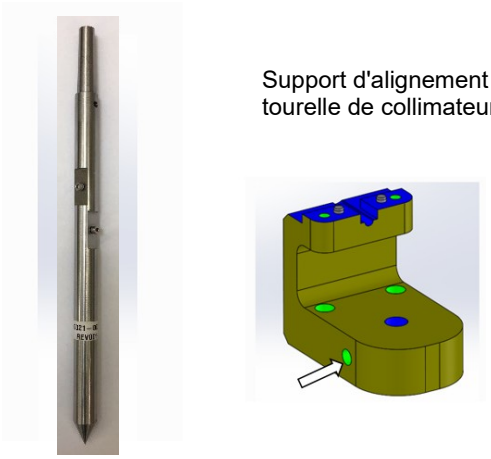

Figure 1-10. Pointeur avant et support d'alignement de tourelle
12. Insérez le pointeur avant dans le collimateur sur un trou de 25 mm à travers le support d'alignement de tourelle et fixez le pointeur en le serrant à la main avec la vis en nylon sur le côté (voir Figure 1-10).